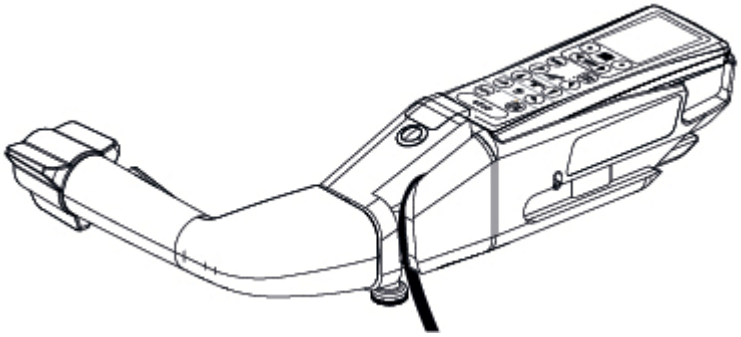

Figure 7-13. Install Main Hand Control
3. Push the main hand control into the motorized transfer handle to secure in place. See *Figure 7-13*.